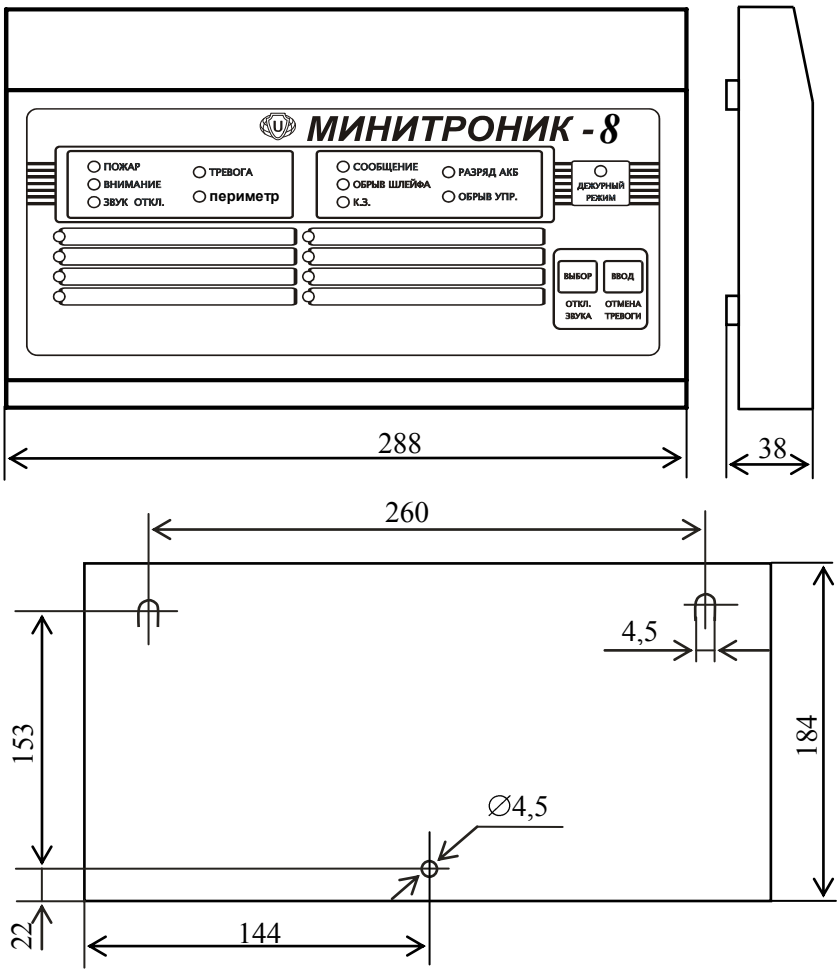

Рис.2. Габаритный чертеж и установочные размеры ПКП.
5.1.1. ПКП состоит из стального корпуса с откидывающейся передней панелью и центральной платы, к которой с помощью разъемов могут быть подключены две платы индикации и плата расширения (для подключения принтера, мобильного телефона, дополнительных реле и т.д.). Габаритные и установочные размеры ПКП показаны на рис.2.